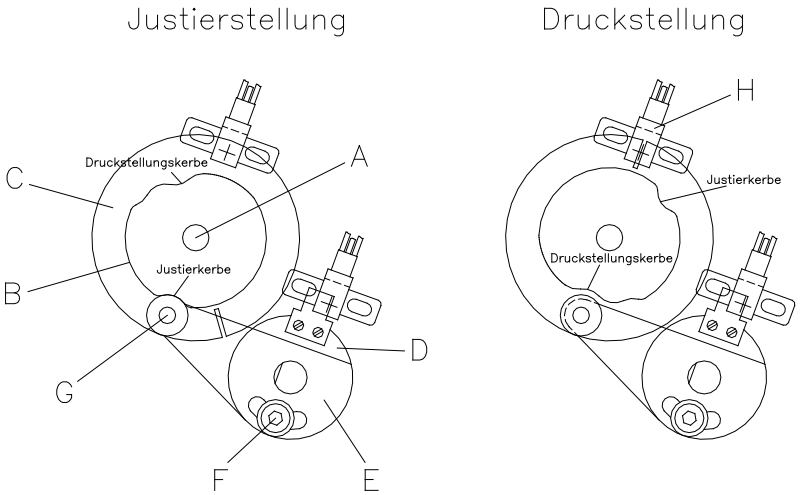

Abbildung 16
Auf der Skizze (siehe Abbildung 16) ist die Welle des Optimierungsmotors (A) mit Andruckkurve (B) und Schaltscheibe (C) von hinten zu sehen. Darunter sitzt der Lagerring (D) mit aufgesetzter Lagerplatte (E).
4. Inbusschraube (F) ca. 1 Umdrehung lösen, bis die Lagerplatte (E) mit dem aufgesetzten Kugellager (G) frei beweglich ist.
6. Lagerplatte (E) mit Kugellager (G) in die Justierkerbe der Andruckkurve drücken, so dass kein Spiel mehr vorhanden ist. Inbusschraube (F) fest anziehen.
10. Motorwelle mit Andruckkurve und Schaltscheibe von Hand nach links und rechts drehen, bis ein leichter Widerstand zu spüren ist. Bewegt sich der Schlitz in der Schaltscheibe jeweils rechts und links geringfügig aus der Lichtschranke (H), ist die Andruckkurve korrekt eingestellt.